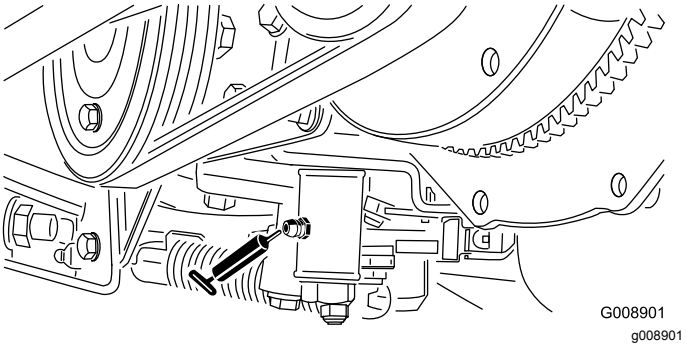

Figur 39
- Neutraljusteringsmekanism (Figur 39)